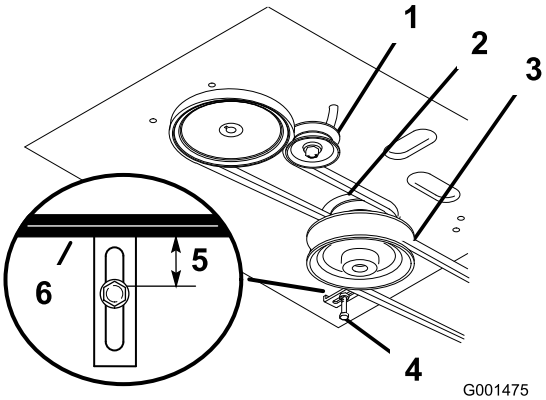

Figura 49
8. Compruebe que la guía de la correa, situada debajo del bastidor del motor, está ajustada correctamente (Figura 49).
Nota: La distancia entre la guía de la correa y la correa del cortacésped debe ser de 19 mm (3/4 pulg.) cuando la correa del cortacésped está engranada (Figura 49). Ajuste la correa del cortacésped si es necesario. La correa no debe rozar ni salirse de la polea si las guías y la tensión de la correa están correctamente ajustadas.